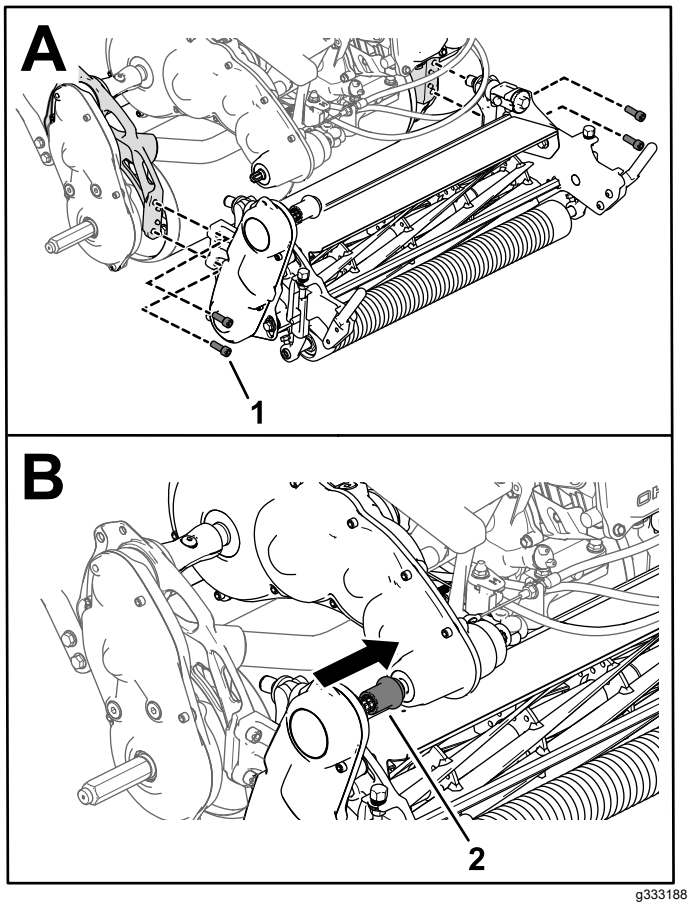

Rysunek 47
3. Przy pomocy 4 śrub imbusowych zamocuj jednostkę tnącą do ramy (Rysunek 47).
4. Nasuń sprzęg napędu jednostki tnącej na wał napędowy przekładni (Rysunek 47).